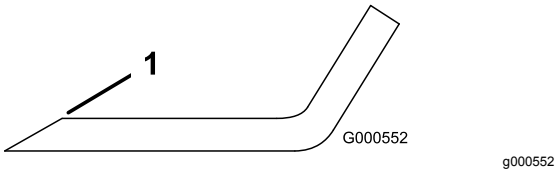

Figur 57
1. Bruk en fil til å slipe eggen i begge ender av kniven (Figur 57).
Merk: Hvis kniven ikke er i balanse, filer du bort litt av metallet på enden av vingeområdet (Figur 57).